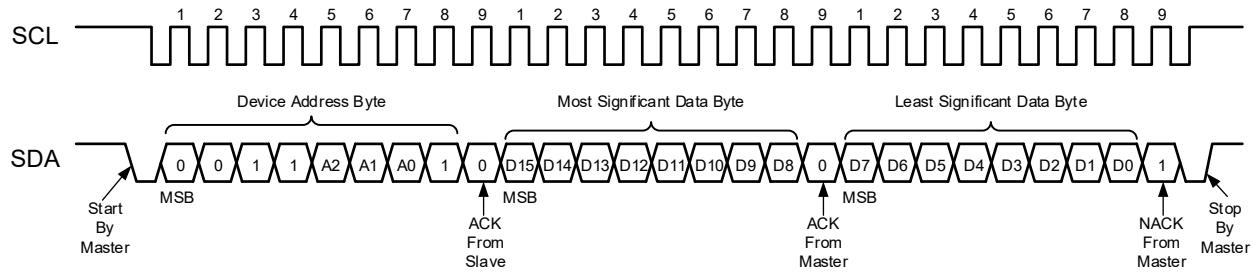
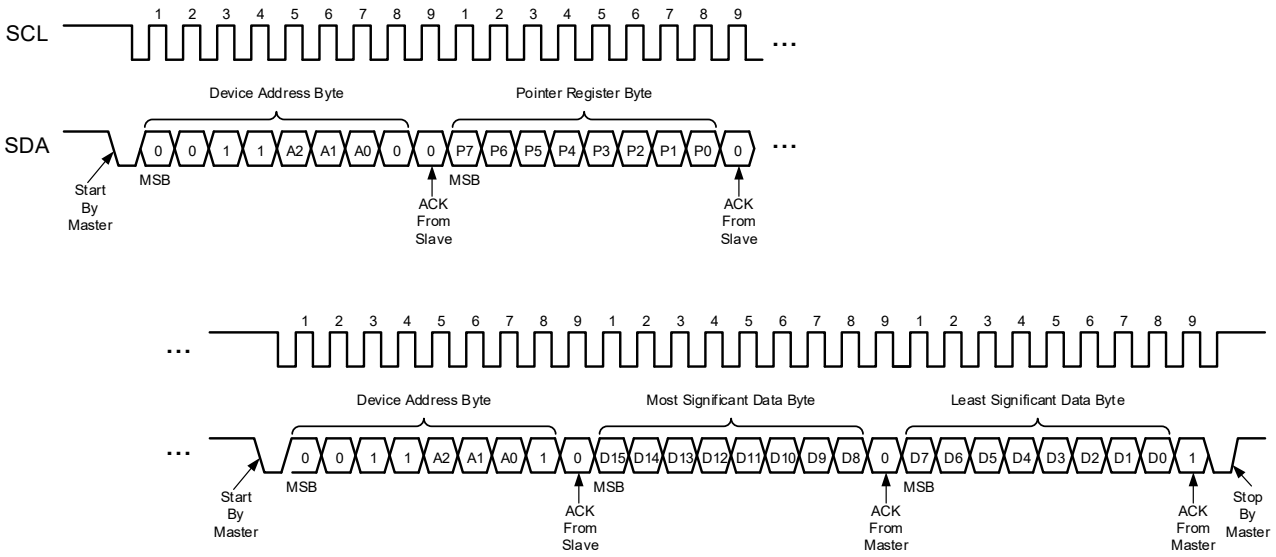

Figure 9. I²C Bus Preset Pointer Register Word Read
Figure 10. I²C Bus Pointer Write Register Word Read
2. The pointer register is loaded with the correct register address, and the data is read. The preset pointer read is shown in Figure 9. If it is desired to read random address each cycle, the complete Pointer Write, Word Read sequence is shown in Figure 10.